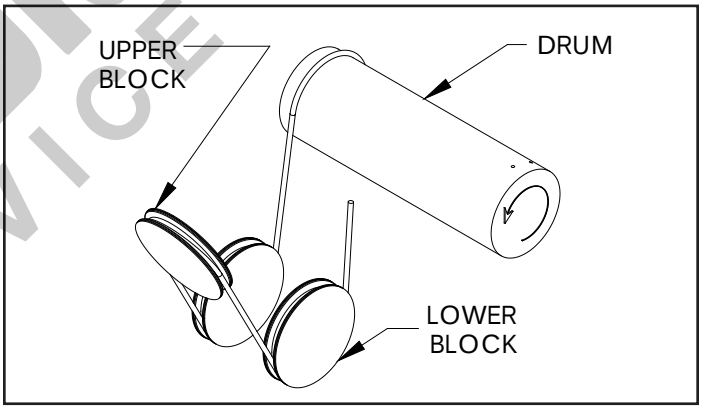

Figure 5-5 Reeving Diagram - 4 Part Single Reeved. (Note: Arrow on Drum Indicates Direction of Drum when Lowering.)
b) Before removing the old rope, refer to reeving diagrams, Figures 5-5 & 5-5a. To assist with re-reeving your hoist, refer to the appropriate reeving diagram and corresponding paragraph that describes the reeving procedure.
(5) With outer lower block covers removed, thread the wire rope through the sheaves of the upper and lower block as shown in Figure 5-5.
(6) Attach swaged rope end to the dead end anchor pin and fasten with either the new cotter pin provided with the rope ("B" & "C" Frame) or the retaining rings provided with the hoist ("D" Frame).
(7) Replace the lower block sheave covers.
(8) Lubricate cable per Paragraph 4-3.